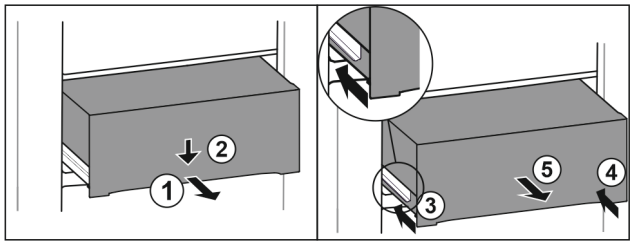

Fig. 163
▶ Pull out drawer half-way. *Fig. 163 (1)*
▶ Push the drawer down at the front. *Fig. 163 (2)*
▶ Push the left rail in by about 2 cm. *Fig. 163 (3)*
▶ Push the right rail in by about 2 cm. *Fig. 163 (4)*
▶ Remove drawer to the front. *Fig. 163 (5)*